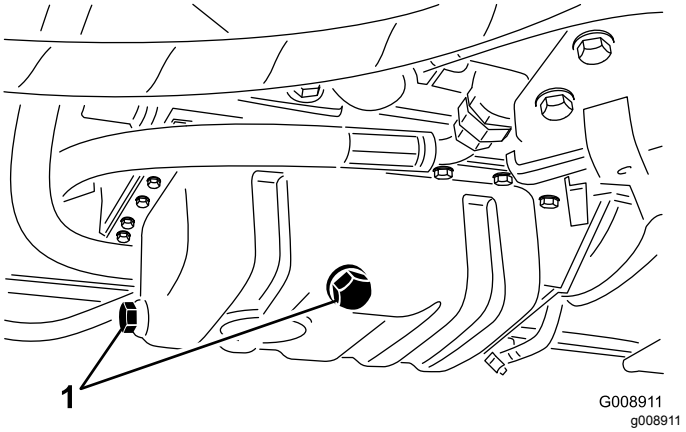

Figur 35
1. Fjern aftapningsproppen (Figur 35), og lad olien flyde over i aftapningsbeholderen.